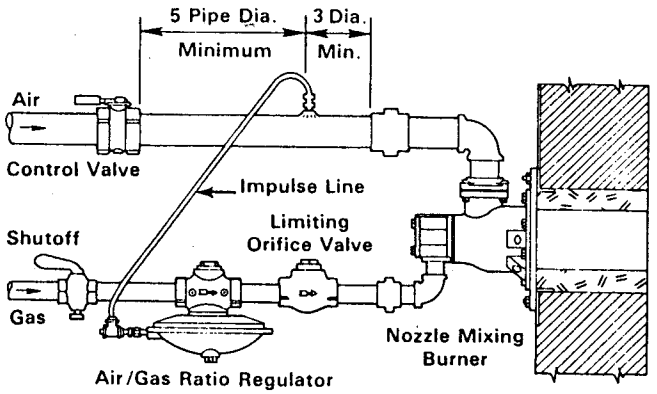

Figure 3
2. If the minimum gas inlet pressure exceeds the maximum air pressure by 2 or more osi, simply cross-connect the regulator's vent to the main air line downstream of the control valve, as in Figure 3.